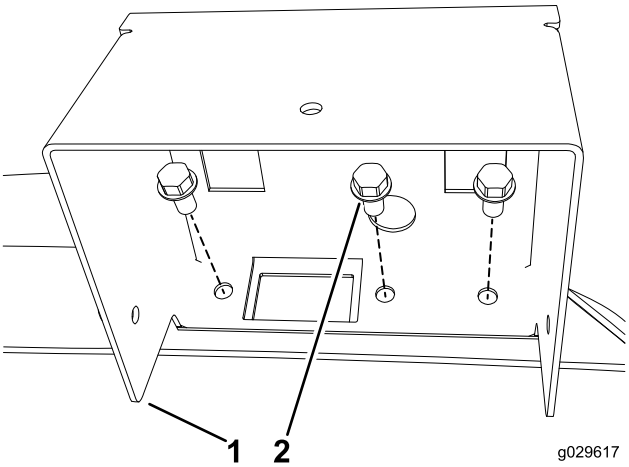

Figur 18
1. Fastgør kontaktindkapslingen til kontrolarmen med 3 skruer (¼ x ½ tomme) som vist i Figur 18.